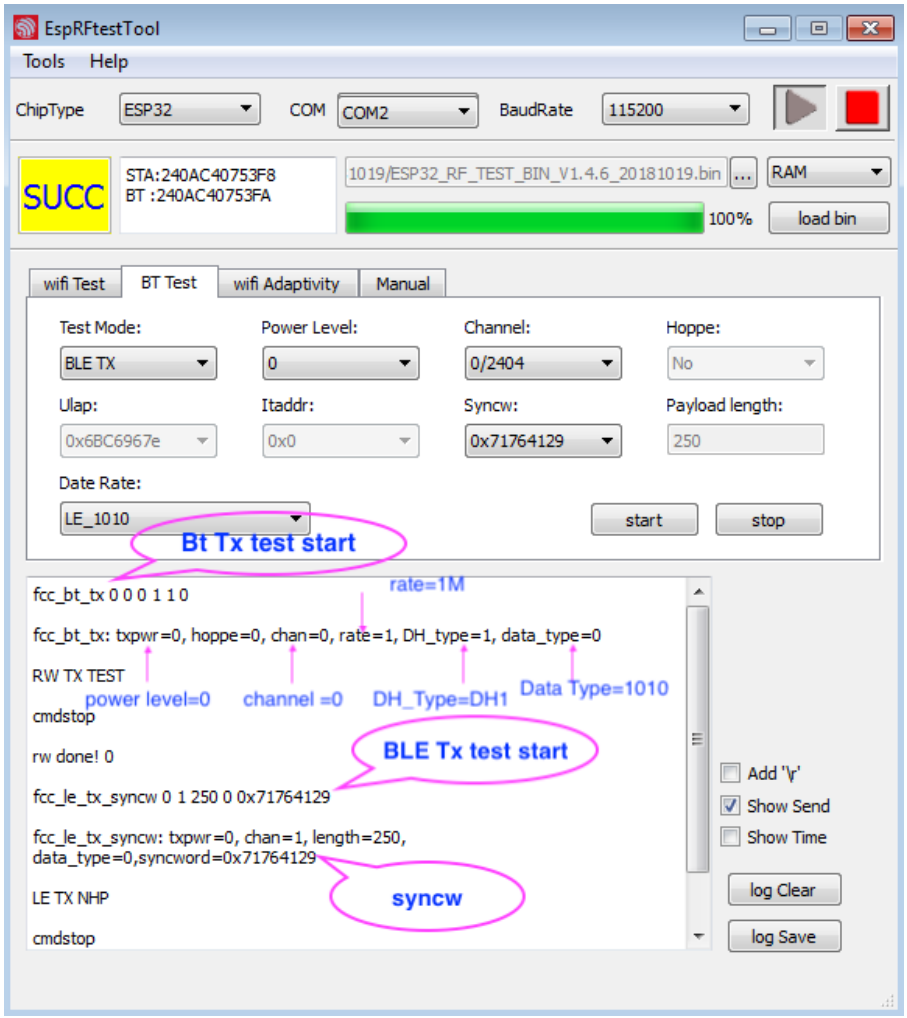

图 5-3. BT TX 测试日志界面
1. 如测试 BT BR 1M，DH1，1010，channel 0 的 TX 性能，可按照图 5-3 进行设定，log 打印信息可反馈发包的正确与否；